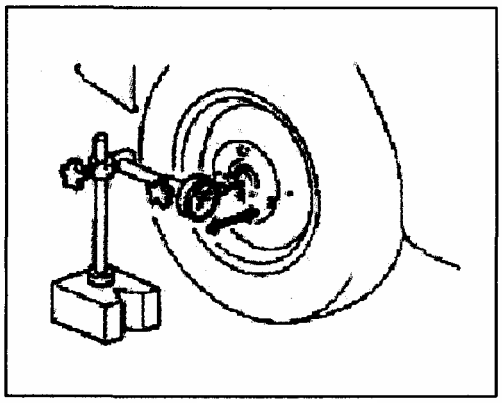

Рис. 549
- Проверьте износ подшипника колеса. Для проверки осевого зазора используйте измерительный инструмент (Рис. 549) Предельное значение зазора "a": 0.3 мм. При превышении предельного осевого зазора, замените подшипник.